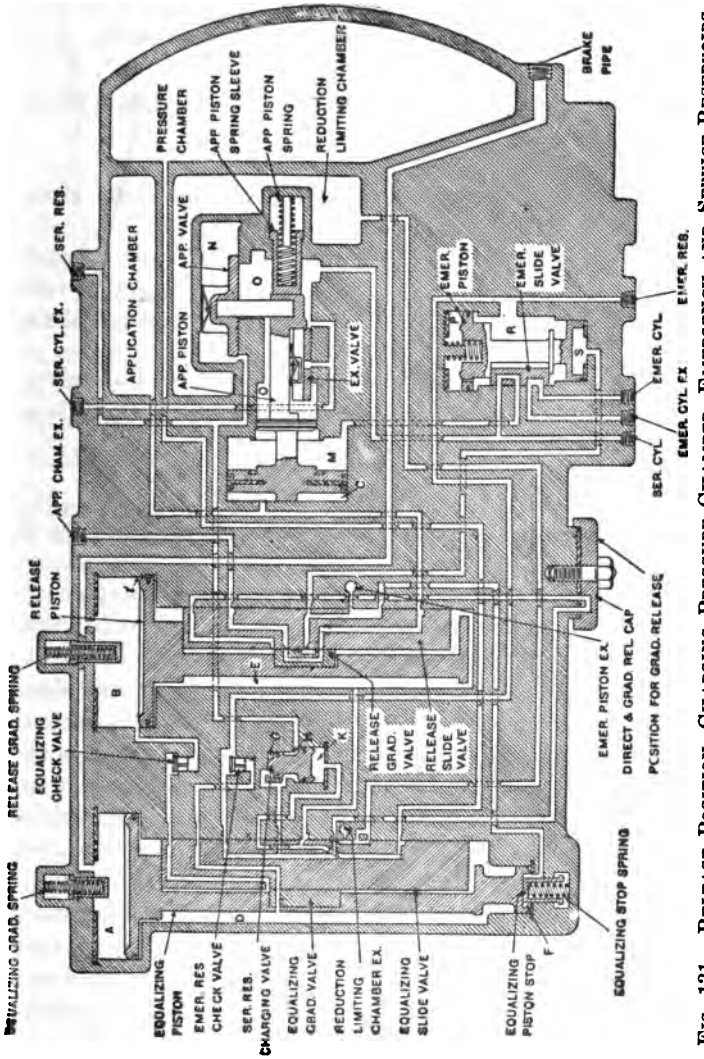

FIG. 131. RELEASE POSITION, CHARGING PRESSURE CHAMBER, EMERGENCY AND SERVICE RESERVOIRS.
Q. When the brake system is being charged and air is admitted to the brake pipe, what takes place in the control valve? (See Fig. 131.)